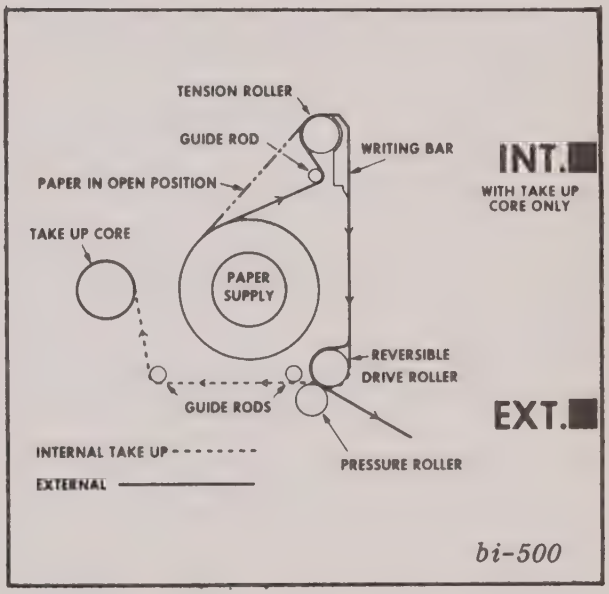

FIGURE 6-1 LOADING CHART PAPER
10. Position chart paper over writing bar, down over writing table behind reversible drive roller, then out between pressure roller and drive roller. This is for external operation (Fig. 6-1).
For internal rewind, thread paper in front of reversible drive roller, back over pressure roller, under guide rods, then attach to top of take-up core (Fig. 6-1).